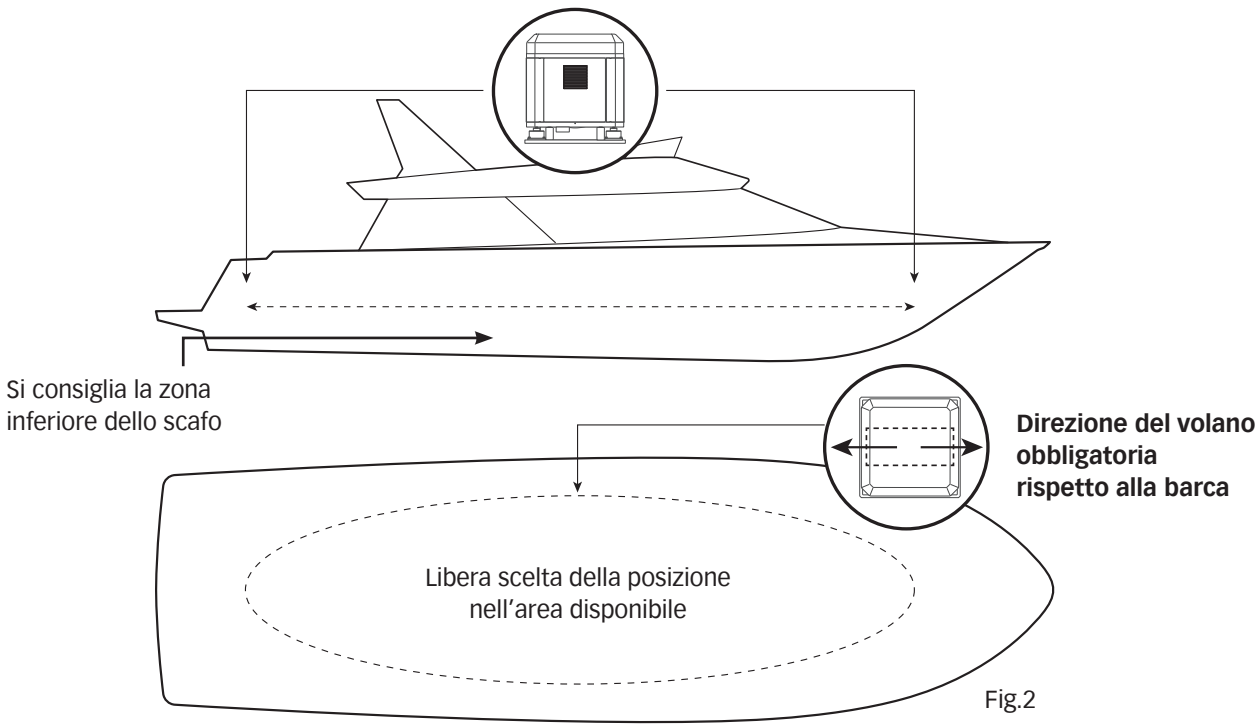
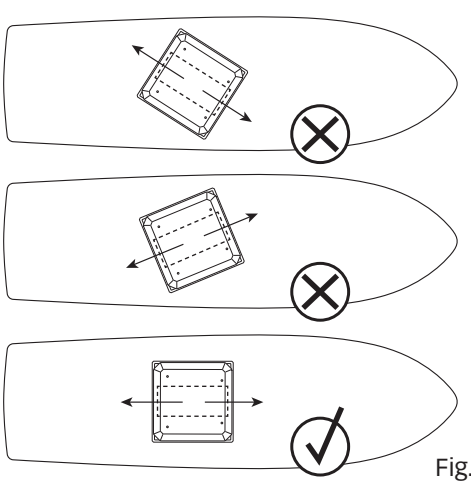

Fig.2
Fig.5
• **IMPORTANTE: posizionare lo stabilizzatore con il volano parallelo all'asse longitudinale dello scafo; è indifferente il senso di rotazione verso prua o verso poppa** (Fig.2).
• **Posizionare lo stabilizzatore con il volano parallelo all'asse longitudinale dello scafo** (Fig. 2 - Fig. 5)